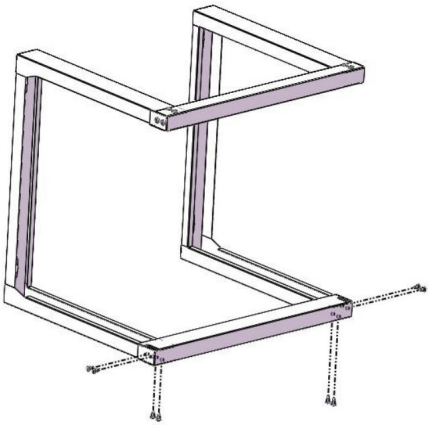

Rysunek 1
1. Włóż dolną belkę poprzeczną (2) do lewego wspornika typu U (1) i prawego wspornika typu U (1), przymocuj za pomocą 8 śrub montażowych M5 (4). Patrz rysunek 1.
1. Plaats de onderste dwarsbalk (2) in de linker U-vormige steun (1) en de rechter U-vormige steun (1) en bevestig deze met 8 M5 montageschroeven (4). Zie afbeelding 1.